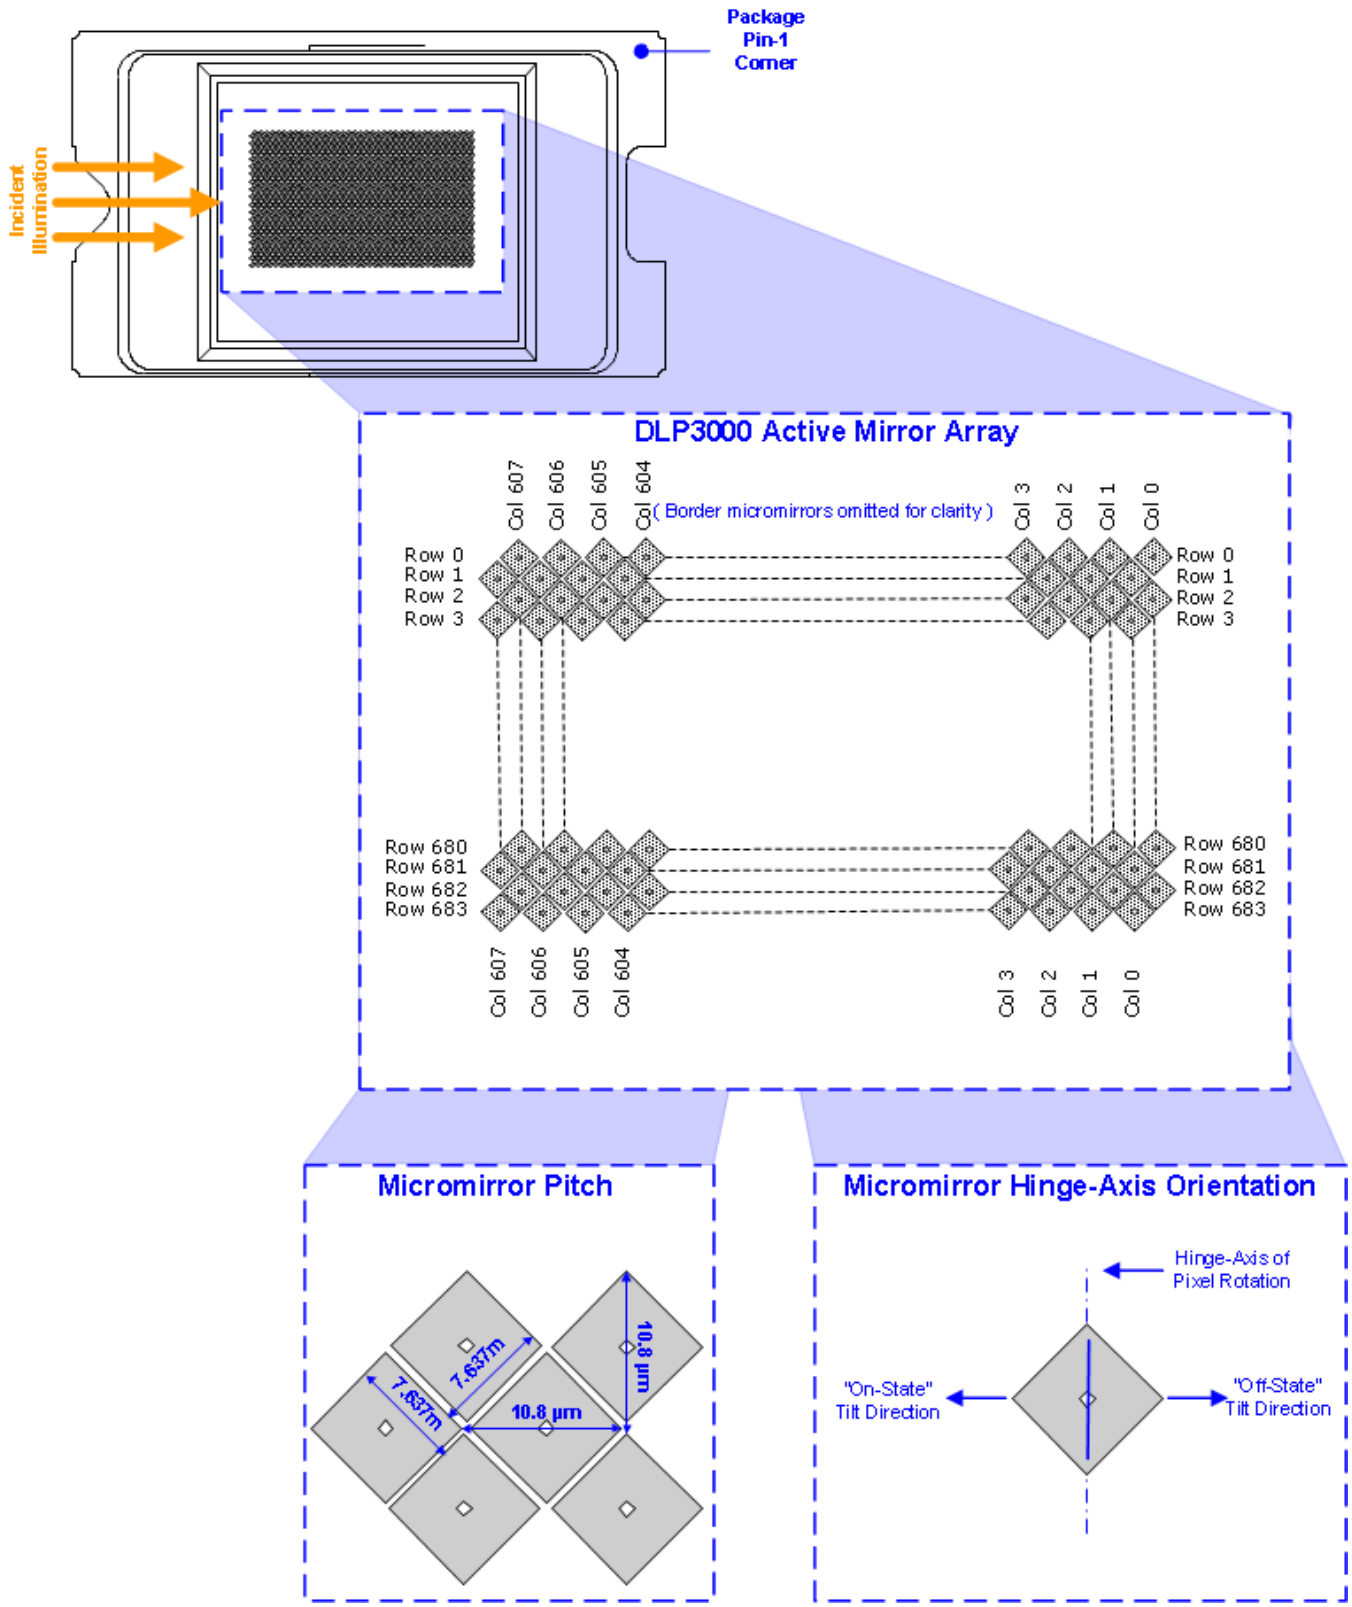
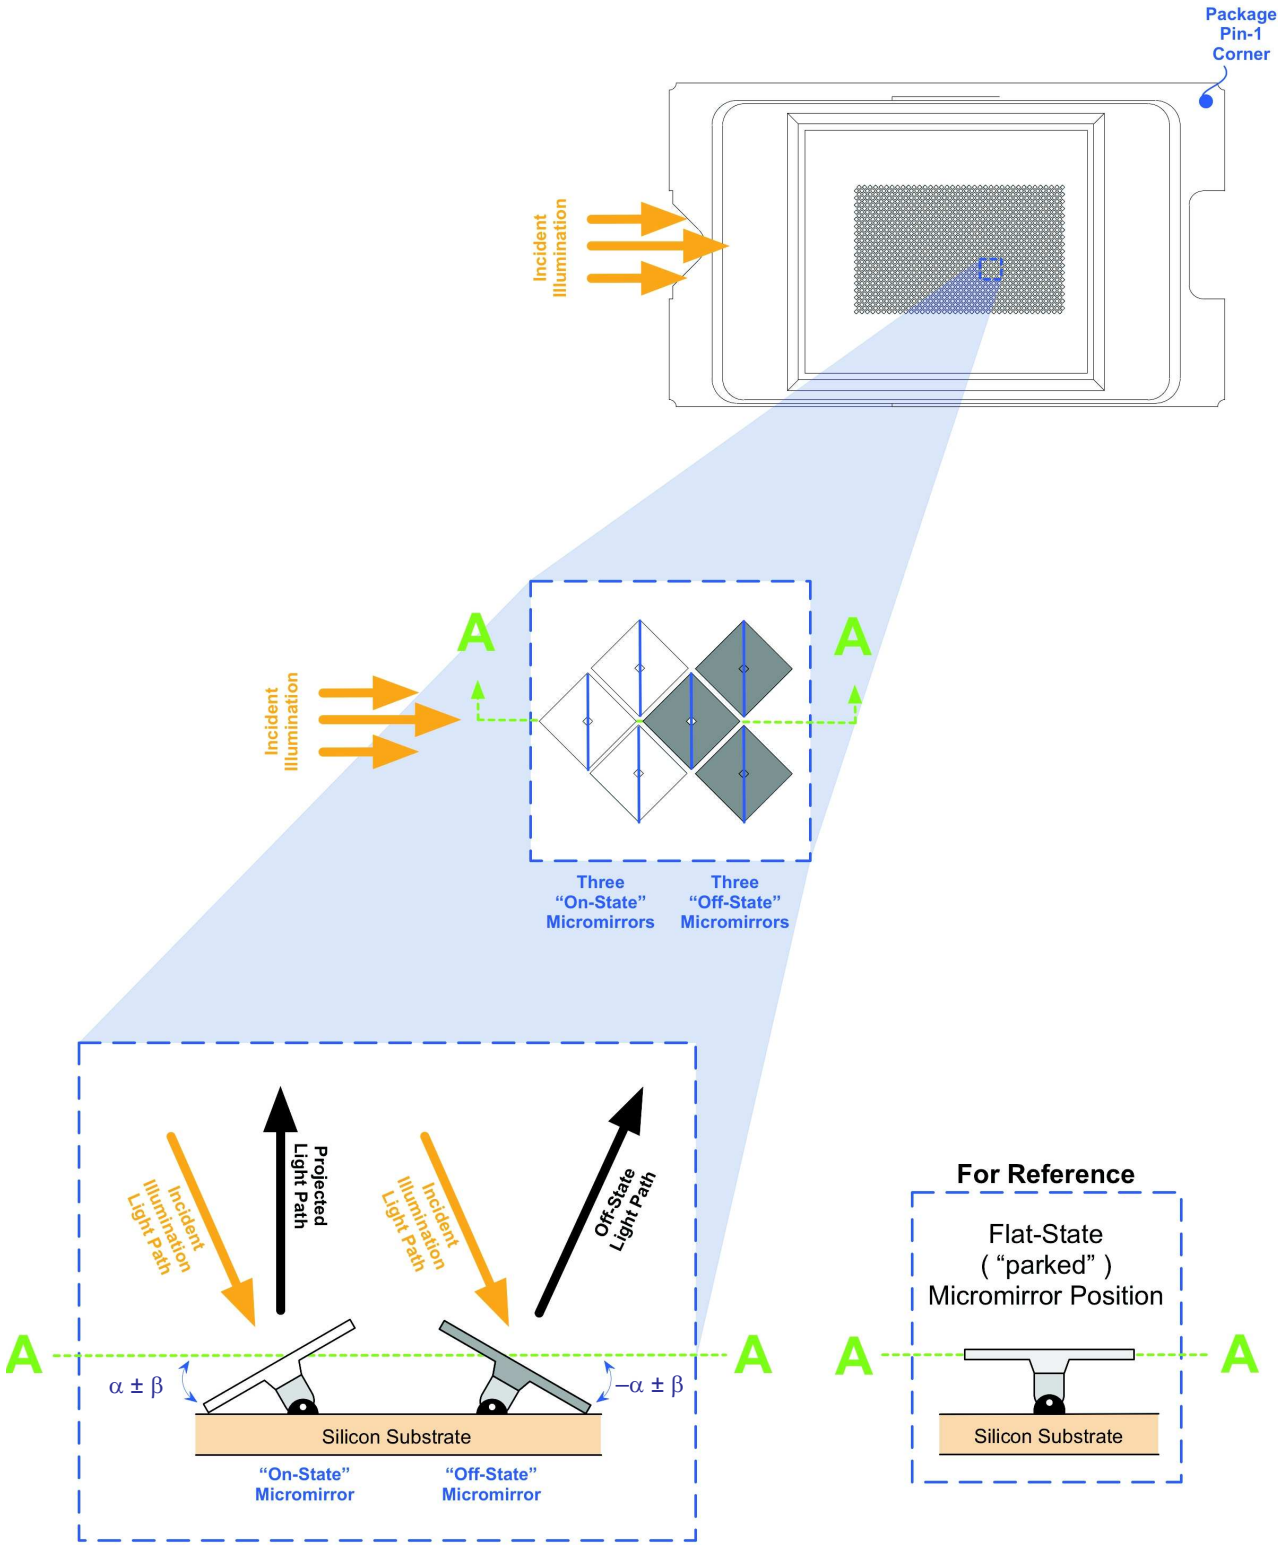

Figure 9. Micromirror Array, Pitch, and Hinge-Axis Orientation
Figure 10. Micromirror Landed Positions and Light Paths
(4) The mirrors that form the array border are hard-wired to tilt in the –12° (off) direction once power is applied to the DMD (see Figure 9 and Figure 10).
The DLP3000 is a 0.3 inch diagonal spatial light modulator which consists of an array of highly reflective aluminum micromirrors. Pixel array size and diamond grid pixel arrangement are shown in Figure 9. The DMD is an electrical input, optical output micro-electrical-mechanical system (MEMS). The electrical interface is Double Data Rate (DDR) input data bus.
Optically, the DLP3000 consists of 415872 highly-reflective, digitally-switchable, micrometer-sized mirrors (micromirrors) organized in a 2-D array. The micromirror array consists of 608 micromirror columns by 684 micromirror rows in diamond pixel configuration (Figure 9). Due to the diamond pixel configuration, the columns of each odd row are offset by half a pixel from the columns of the even row.
Each aluminum micromirror is approximately 7.6 microns in size (see *Micromirror Pitch* in Figure 9) and is switchable between two discrete angular positions: –12° and +12°. The angular positions are measured relative to a 0° flat reference when the mirrors are parked in their inactive state, parallel to the array plane (see Figure 10). The tilt direction is perpendicular to the hinge-axis. The on-state landed position is directed toward the left side of the package (see *DLP3000 Active Mirror Array*, *Micromirror Pitch*, and *Micromirror Hinge-Axis Orientation* in Figure 9).